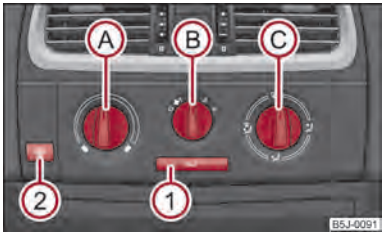

Fig. 78 Riscaldamento: Comandi
Il flusso d'aria delle bocchette di ventilazione si regola con la manopola Ⓒ, ⇒fig. 78. Le bocchette **3** e **4** possono chiudersi e aprirsi singolarmente:
– Ruotare la manopola Ⓐ ⇒fig. 78 in senso orario per aumentare la temperatura.
- Elementi di comando Ⓐ, Ⓑ, Ⓒ e il tasto ① ⇒fig. 78.
– Premere il tasto ⟲ ① ⇒ fig. 78; la spia nel tasto si illumina.
Se la manopola Ⓒ si trova in posizione ⇒ fig. 78, il ricircolo si disinserisce automaticamente. Premendo ripetutamente il tasto ⟲ è possibile reinserire il ricircolo anche in questa posizione.